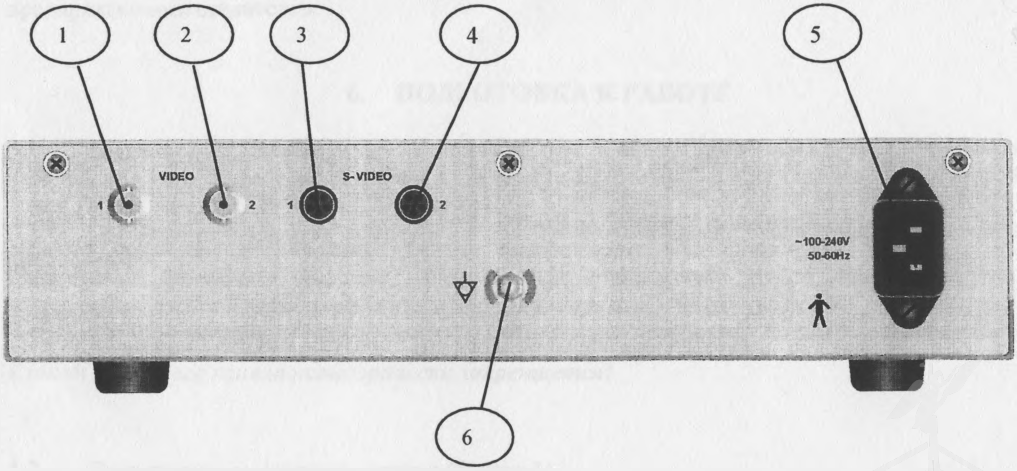

Рис.3. Задняя панель видеокамеры
4.2.2 Органы управления видеокамеры (рис. 3):